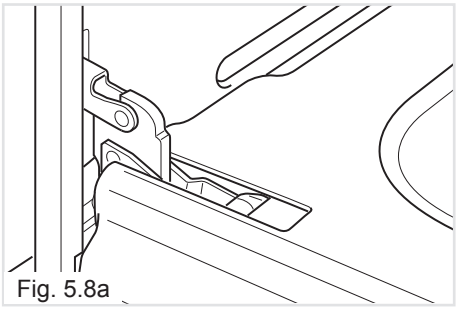

Fig. 5.8a
- Open the door to the full extent (fig. 5.8a).